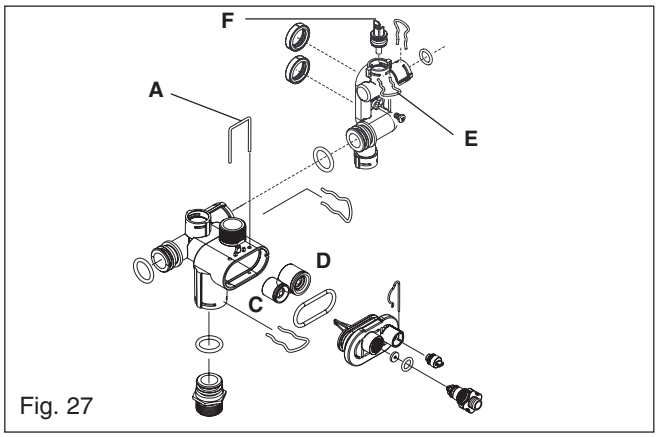

Fig. 27
6.24 DHW THERMISTOR fig. 27
6.25 AUTOMATIC BY-PASS fig. 27
6.26 DHW NON-RETURN VALVE fig. 27